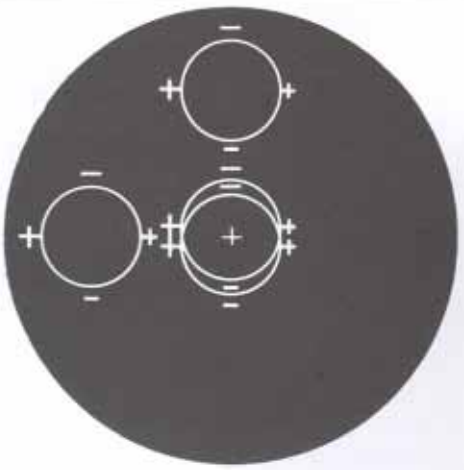
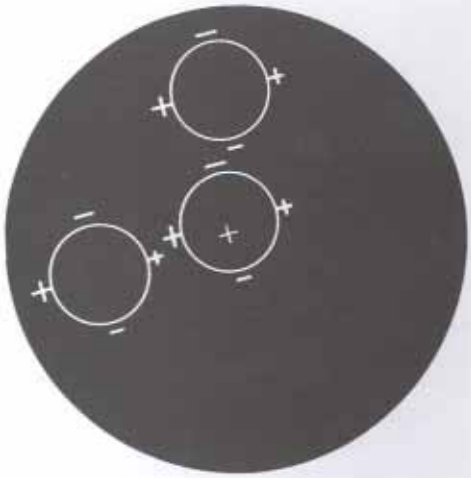
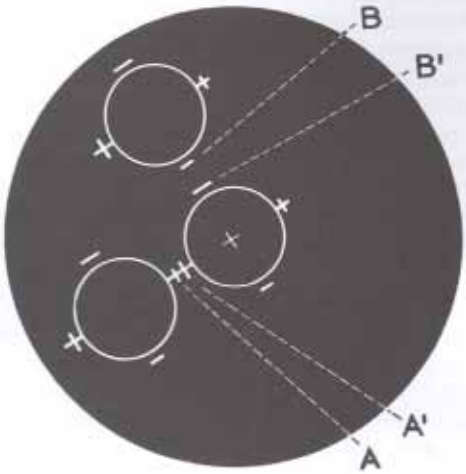

Figure 4
Figure 5
Figure 6
2. To clear these images, use focusing knob (7).
3. Place the black cross near the center of the double circle (Fig. 4) by swiveling the instrument slightly and making fine adjustments of the elevating knob. (This doubled circle is called the focusing circle).
It is important that the cross in the eyepiece be near the center of the focusing circle. At this point, the optic axis of the instrument will coincide with the visual axis of the patient's eye. At the same time, the image of the patient's eye will be directly before him. These conditions constitute the "triple alignment." In the Reichert Keratometer, the focusing does not depend solely upon the apparent sharpness of the target image, but is accomplished more precisely by coincidence of overlapped focusing circles, appearing single. When the instrument is out of focus, the central focusing circle and the plus and minus signs are doubled, as shown in Fig. 4. But when the exact focus is located, (by turning the focusing knob) the focusing circle will appear single and sharp, as illustrated in Fig. 5 or 6.
Two plus signs, A and A', (Fig. 6), will be seen between the left-hand and central focusing circles in the instrument. The axis of the cylinder can be found easily when the tips of these plus signs just touch, as shown in this figure.
1. Turn the horizontal measuring drum until the plus signs are barely separated, as in Fig. 5 or 6. If the horizontal lines of the plus sign appear to be continuous and unbroken, as in Fig. 6, the instrument is set at the position of the axis of the astigmatism. If the horizontal lines appear discontinuous, as shown in Fig. 5, the Keratometer is not at the cylinder axis.
2. Grasp the Keratometer at the rotating grip (3), and rotate the entire tube while looking into the eyepiece. Using a somewhat trial and error approach, a position is reached at which the horizontal lines of the plus signs will appear continuous and unbroken, as shown in Fig. 6.
If it is not at the midpoint, a slight rotation of the instrument one way or the other using the rotating grip (3) will move the line to the midpoint. The double plus should next be focused, becoming single. The two horizontal lines then become continuous. This extra check on the corneal axis is particularly valuable in low astigmatic errors. When these horizontal white lines of the plus signs appear tip to tip and continuous, as shown in Fig. 6, the Keratometer is set to indicate the axis of astigmatism.
1. Turn the right-hand vertical measuring drum (5) until the short minus sign B and the longer minus sign B^1 (Fig. 6) are superimposed. The scale on the right-hand drum then indicates the actual dioptric power of the corneal curvature in the vertical or near-vertical meridian.